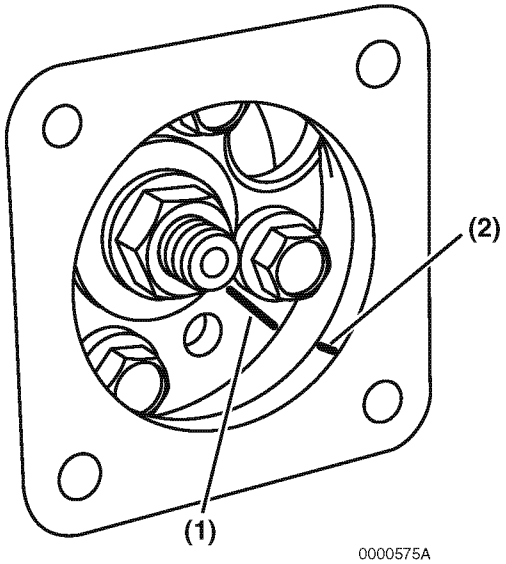

Figure 7-14
- On TNV82-88 model engines, the idler gear is not visible. Make a reference mark on the fuel injection pump drive gear **(Figure 7-14, (1))** and a matching mark on the bore of the gear case opening **(Figure 7-14, (2))**.